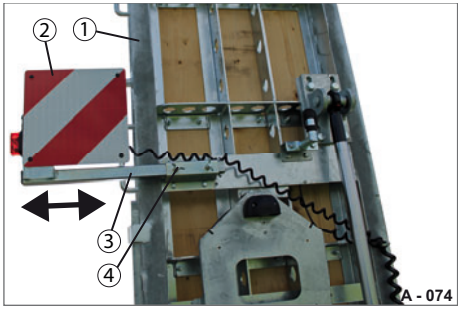

Abb. 90 Warntafel am Heck
- ▶ Lösen Sie die Flügelmuttern (Abb. 90/4).
- ▶ Positionieren Sie das Gestänge (Abb. 90/3) mit der Warntafel (Abb. 90/2) auf die benötigte Stellung.
- ▶ Ziehen Sie die Flügelmuttern (Abb. 90/4) an.